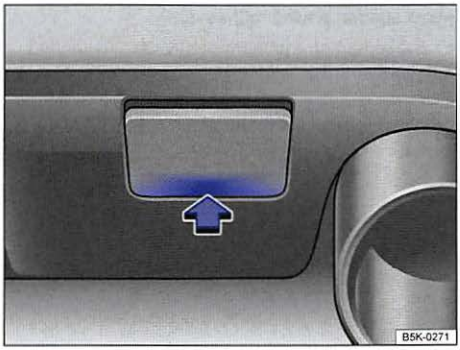

Fig. 181 In right rear bumper: Remove cover.
- Push on the cover at the bottom marking ⇒ fig. 181 (arrow) so that it pops out.